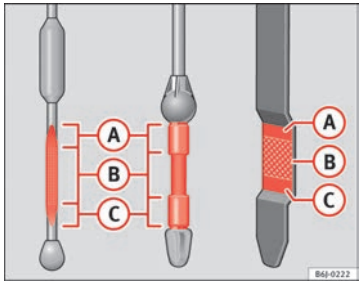

Fig. 125 Engine oil dipsticks
The dipstick shows the engine oil level. ⇒ Fig. 125.
- The oil level must never exceed area (A) ⇒ Fig. 125. Risk of damage to the exhaust system!